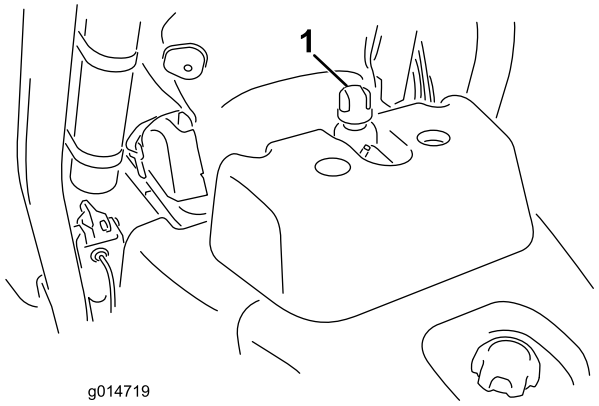

Figure 30
2. Retirez le bouchon du réservoir (Figure 30).